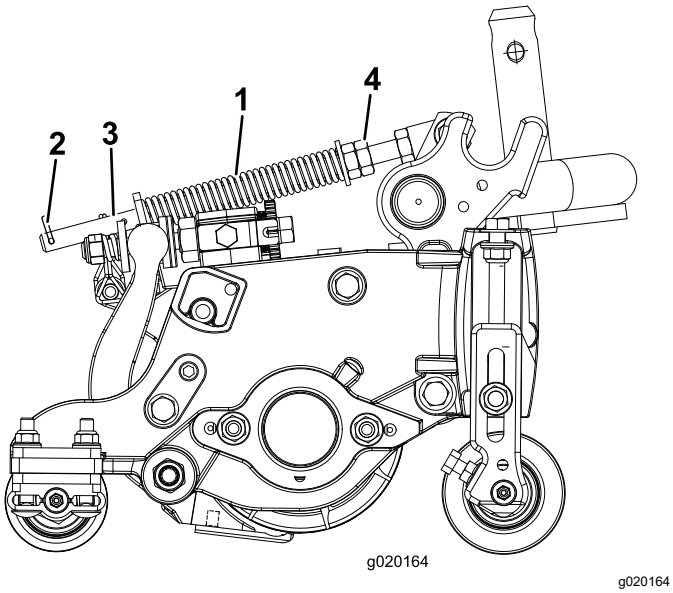

**Figur 14**
Gräsutjämningsfjädern (Figur 14) överför vikt från den främre till den bakre valsen. Detta hjälper till att minska förekomsten av det speciella vågformade mönster i gräsmattan som kallas för ”ondulering” eller ”bobbing”.
1. Se till att hårnålssprinten sitter i det bakre hålet på fjäderstången (Figur 14).
2. Dra åt sexkantsmuttrarna på fjäderstångens främre ände till dess att fjäderns komprimerade längd (Figur 14) är 12,7 cm på 5-tums-klippenheter och 15,8 cm på 7-tums-klippenheter.